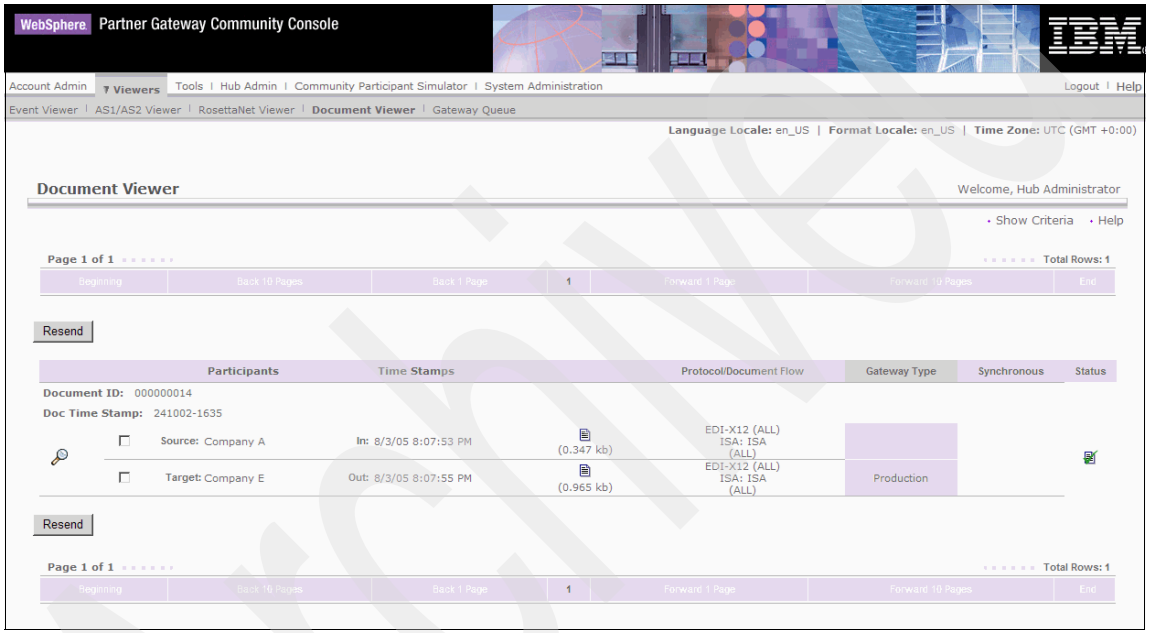

Figure 20-19 EDI envelope posted from Company A to Company E on Company A server
2. While logged in as hubadmin, click **Viewers** → **Document Viewers** and Search for the Documents from the participants Company A to Company E. We see the EDI envelope being posted to Company E (Figure 20-19).